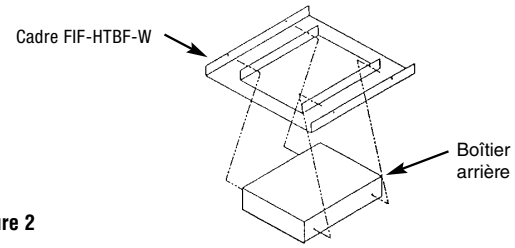

Figure 2
4. Montez le boîtier arrière de radiateur sur le cadre FIF-HTBF-W en utilisant les quatre vis fournies (Référez-vous à la Figure 2).